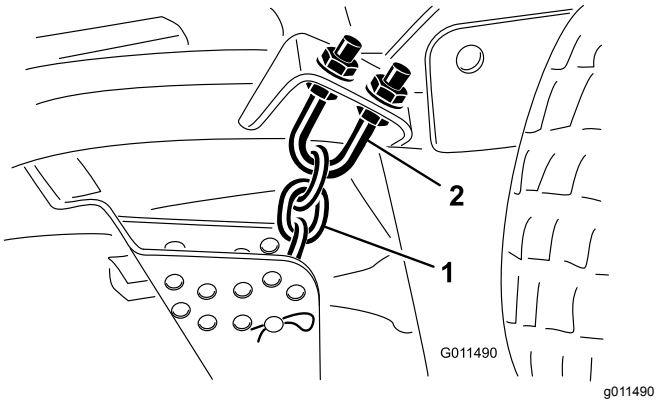

Figuur 72
1. Draai de contramoeren op de bovenkant of de onderkant van de veerstrop van de maaihoogteketting los (Figuur 72).